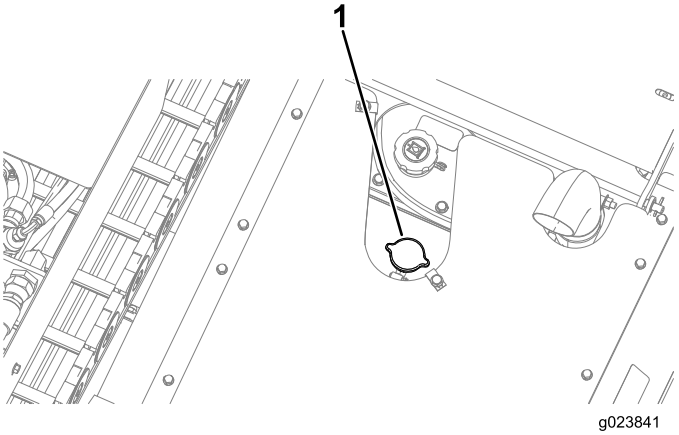

Rysunek 112
3. Odkręcić korek chłodnicy (Rysunek 112).
5. Założyć korek wlewu chłodnicy i upewnić się, że został dokładnie dokręcony (Rysunek 112).